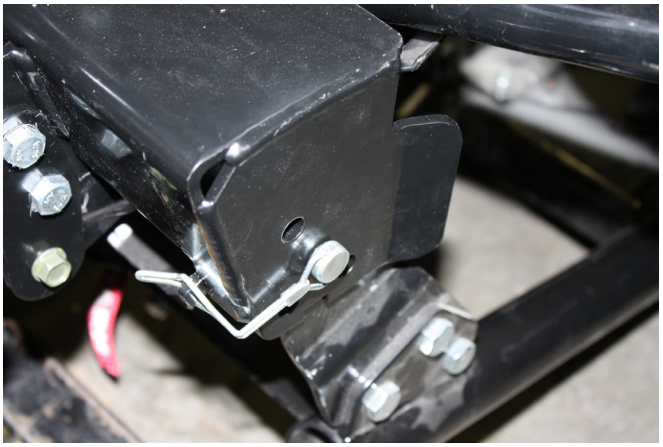

Figure 10
13. Insérez le tube poussoir dans le kit de montage de lame. Insérez les chevilles (B4). Les chevilles étant insérées, serrez les fixations des brides. Voir la figure 10.
18. Les deux galets d'alignement étant bien enfoncés dans le kit de montage de lame, insérez les chevilles de retenue. Une fois l'insertion faite, accrochez les fixations de retenue des chevilles à la languette de verrouillage du kit de montage de lame. Pour plus d'informations, consultez la section « Installation de la lame » du manuel de l'utilisateur de la lame. Voir la figure 10.